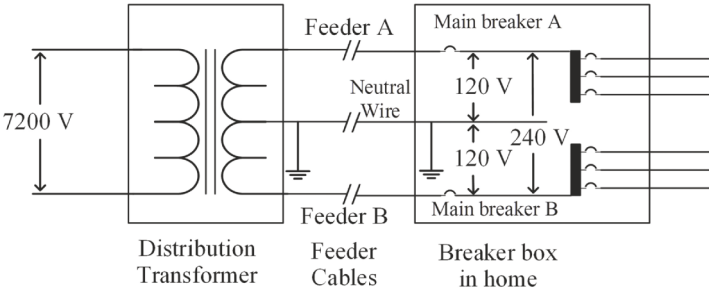
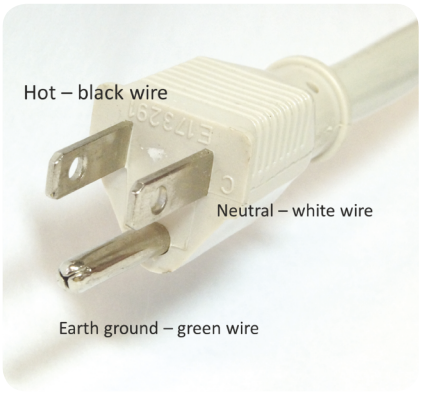
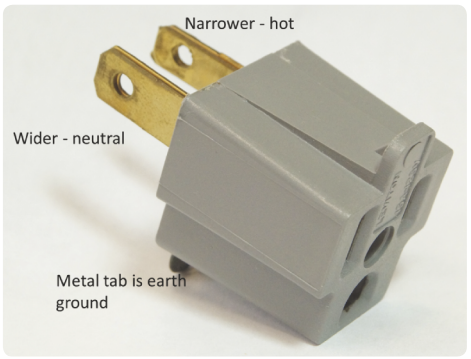

**FIGURE 3.25** Repeated for convenience.
**FIGURE 3.29** Standard three-prong wall plug.
**FIGURE 3.30** 'Cheater plug' for connecting to older two-prong outlets. Note that the wider blade is neutral, and narrower blade is 'hot,' or 'live.' ⏎
Residences (or areas of larger buildings) are nearly always powered by one of the three phase legs. As you know, these are AC voltages. Look carefully at Fig. 3.25. The single-phase power comes to the residence from a distribution transformer on three **feeder lines** A, B, and **neutral**. These are thick cables that can carry a lot of current from the outside distribution transformer. The neutral line comes from the center tap of the distribution transformer; the voltage between line A and line B is 240 V; line A to neutral is 120 V; and neutral to line B is 120 V. The neutral line is connected to earth ground and splits the 240 V supply into two 120 V legs. This configuration that uses the neutral line and its connection to ground to break the 240 V into two 120 V legs is called **split-phase** power.
**FIGURE 3.25** Center-tapped distribution transformer outside a home connected to home breaker box. Two busbars and several breakers are shown on the right. Hot wires leave the breaker box. Each branch circuit has a returning neutral wire (not shown) that attaches in the breaker box to the neutral feeder line. ⏎
the loads are perfectly balanced, current flowing in one 120 V leg conductors will be exactly the same as that in the other leg conductor. Therefore, current will flow back to the transformer on the other leg conductor, and no current will flow on the neutral conductor (refer to Fig. 3.25). This is why a good electrician will estimate the expected loads on each bus as the branch circuits are put into a new home.
Notice in Fig. 3.25 that the neutral wire connects to ground in the breaker box. So, is the neutral wire actually ground? You may think of neutral as ground for the split-phase system, but there are some subtle yet important differences between neutral and ground, which will be discussed later. There are several different locations within the split-phase system that are all referred to as "neutral." The thick conductor or wire that goes under the ground or in the overhead lines to a residence is the neutral feeder line. Inside the breaker box there are neutral busbars. Coming from those and extending throughout the house are the neutral wires in every branch circuit that returns current from every electrical outlet and fixture (again, thinking DC is easier). Finally, every fixture or appliance that is run from the receptacle has a neutral wire on which return current flows toward the breaker box.
A quick summary: The neutral wire originates as the center tap of the distribution transformer. The center-tap neutral is the reference wire for the 120 V lines at the midpoint of the incoming 240 V, as shown in Fig. 3.25. (Like ground, you may think of the neutral anywhere in the system as being at 0 V, but that is not strictly the case.) Thus, there are two different sources of 120 V w.r.t. the neutral wire at your wall outlets; they are 180° out of phase relative to each other (as noted in Section 3.2.3). When you plug something into a wall outlet, you don't need to know which of the A or B busbars you get. Both A and B electrical outlets work the same way as far as any appliance is concerned.
Let's focus only on 120 V branch circuits, which feed most wall outlets and light fixtures. Figure 3.28 indicates the hot, neutral, and ground **slots**, or **terminals**, for a U.S. wall receptacle or "outlet". The neutral wire connected to the neutral slot returns current (but of course, it's AC, so it flows in both directions) from the load back to the distribution panel. There it is connected to earth ground, as indicated in Figs. 3.25 and 3.26. Recall from Chapter 2 that the earth ground wire is connected to a metal stake driven into the planet. The neutral wires in the home are physically connected to the ground wire only at the breaker box. *Everywhere else in the home, neutral is a wire separate from ground*. Figure 3.29 shows a 15/20 A grounded plug that mates with U.S. receptacles. The metal parts are called **prongs**, and the flat ones are called **blades**.
Let's remove the grounding from the microwave oven's outer metal case, which is a potentially dangerous situation. That is relatively easy to do – just snap off the ground prong, Fig. 3.29, from the plug (*not* advised) and plug it in. It will operate as normal, but now the case is electrically floating.
This system works only if the ground prong, as shown in Fig. 3.29, is properly plugged into the ground connection of a grounded wall outlet. Houses built before 1974 were not required to have three-prong receptacles. It was common for people (clearly not those who have taken this course) to break off the ground prong in order to access older two-prong outlets. Alternatively, they used 3-to-2-prong adapters, or "cheater plugs" (Fig. 3.30), which can be plugged into a two-prong outlet; there is no ground prong, but rather the ground connection is a tab or wire sticking out. The tab allows for a connection to ground through a wall-plate screw, but it was rarely used. Many older homes still have the old, ungrounded outlets, or have only two wires running to three-terminal outlets whose ground hole is not attached to a ground wire. This is the equivalent of a cheater plug.
At all modern wall outlets in the U.S. (Fig. 3.28), one slot is shorter and is the hot side, and is connected to either phase leg A or leg B; the other slot is longer and is the neutral terminal; and the small half-round hole is ground. To distinguish hot from neutral, many modern, *ungrounded* appliances with plastic, nonconducting cases have two-blade plugs on them with one wide and one narrow to ensure that the plug is inserted in only one possible way. This kind of plug is called **polarized** and is shown on the cheater plug in Fig. 3.30. The polarized plug forces the appliance to "know" which wire is hot and which is neutral.